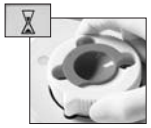

FIGURE 2. Insert Test Cartridge
STEP 1: Unpack a Cholestech GDX A1C Test Cartridge. Hold the cartridge by the white rim only, and place it into the Analyzer. Push it down until it clicks into place ***(see Figure 2)***. The Analyzer will then check that the test cartridge is OK. During this time the Hourglass icon will appear on the display.